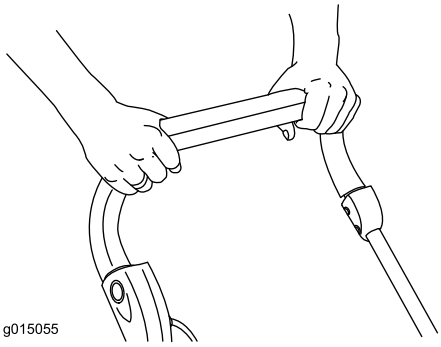

**Figur 11**
5. Håll styrstången mot handtaget och släpp upp knappen (Figur 11).